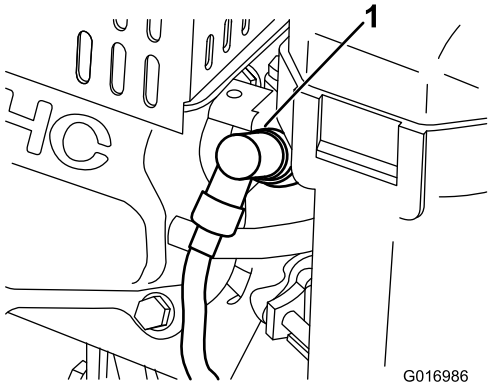

Figur 26
1. Dra av den gjutna kabeln från tändstiftet (Figur 26).